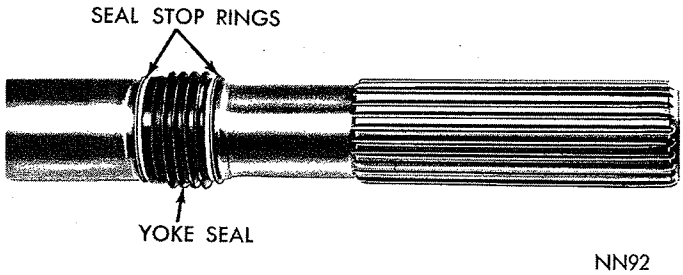

***Fig. 15—Sliding Spline Yoke Seal***
(9) Unwind and slide yoke seal rear stop ring from the mainshaft (Fig. 15). Slide seal and front stop ring off the shaft.
(6) Unwind and slide yoke seal front stop ring into place on the mainshaft (Fig. 15). Slide seal on the shaft with lips of seal toward rear, then install rear snap ring.